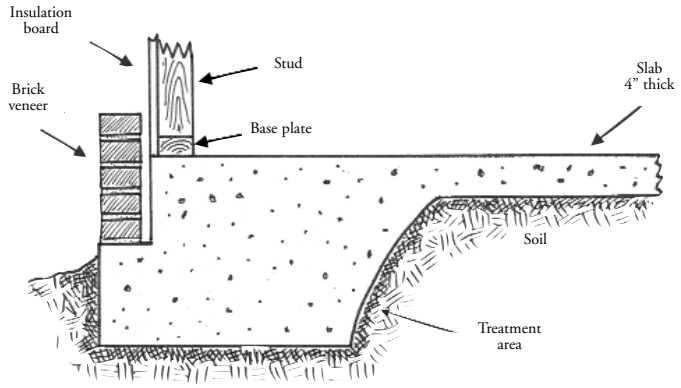

Figure 10
- Monolithic Slab (Figure 10): The cement for this foundation type is made in one continuous pour. This foundation offers fewer points of entry for termites, as long as the slab does not have major cracks. The weak points, also referred to as critical areas, are the bath trap areas located under tubs and showers, and the points where pipes or other service lines pass through the slab. Some contractors may also leave wooden grade stakes in the slab, greatly increasing the probability of postconstruction termite infestations.